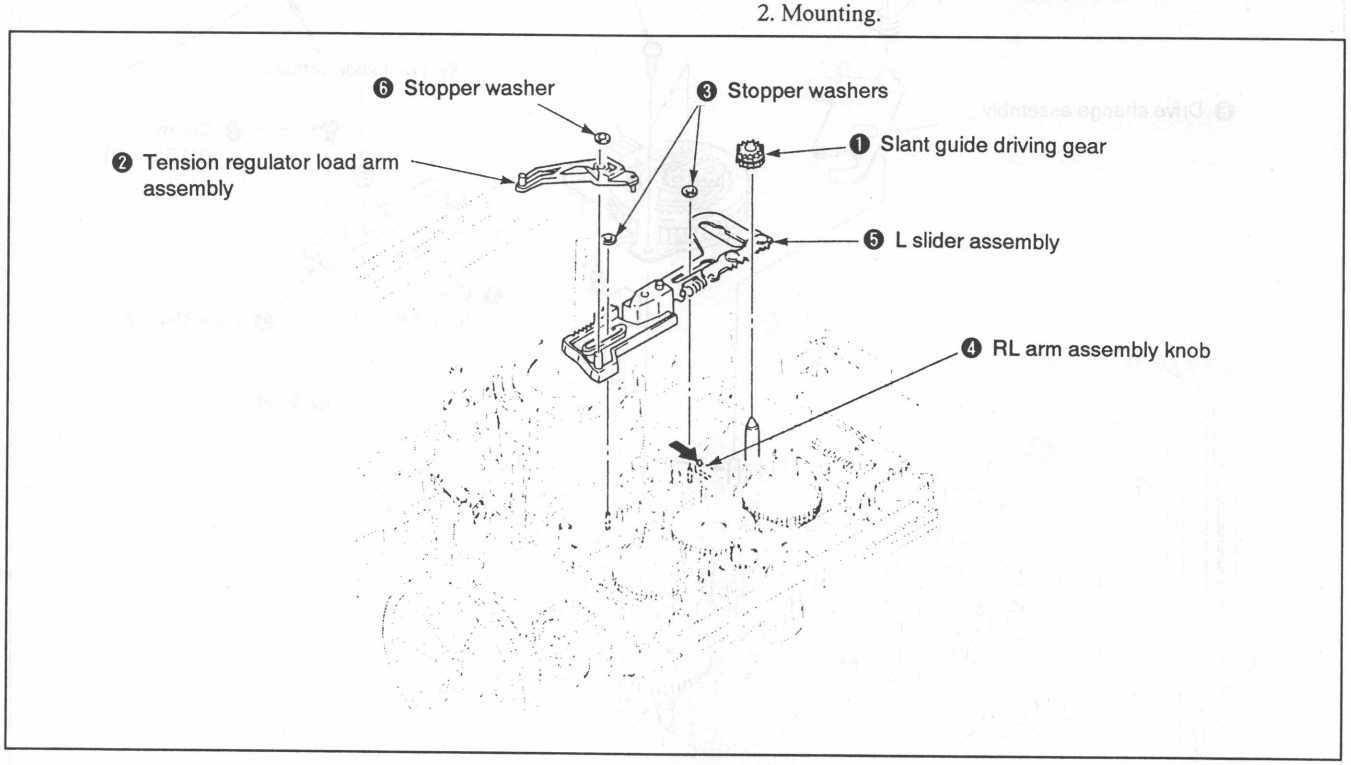
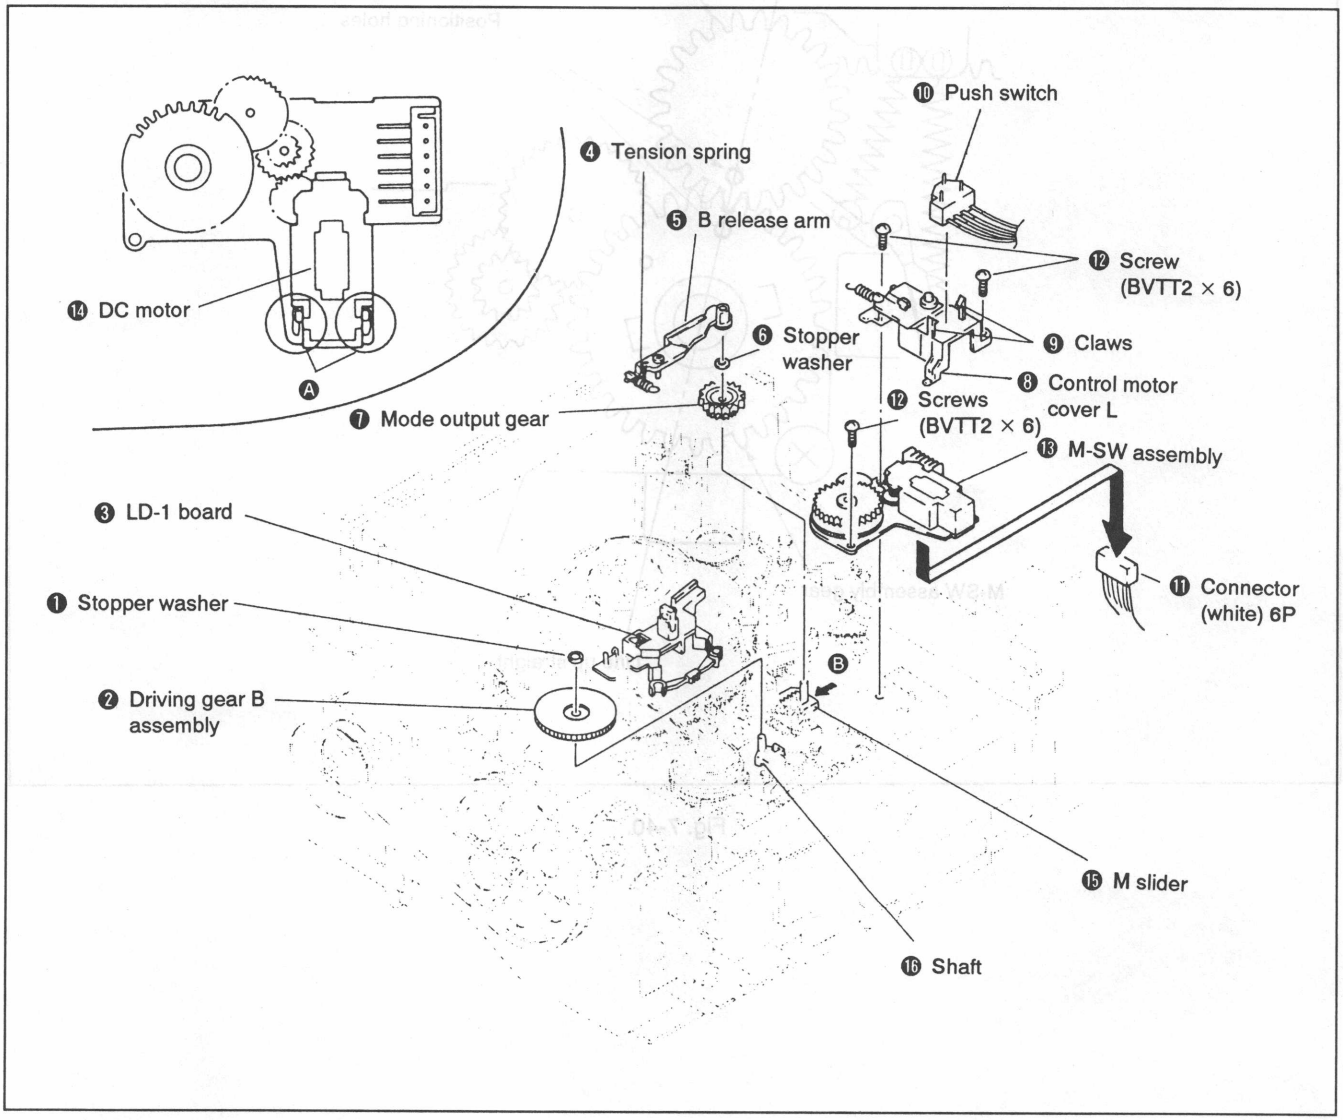

Fig. 7-31.
Fig. 7-39.
1. Removal (See Fig. 7-31.)
2. Mounting (See Figs. 7-31. through 7-33.)
2. Mounting (See Figs. 7-39. and 7-40.)
6) Remove the tension regulator load arm assembly according to 7-3-12. 1. Removal, 8). (See Fig. 7-31.)
7) Remove the tension spring ❶.
8) Remove the two stopper washers ❷ and remove the S main brake assembly ❸ and the T main brake assembly ❹.
10) Remove the two screws ❺ and the driving complete assembly ❻.
11) Perform 7-3-15. 1. Removal, 6). and 7). (See Fig. 7-39.)
12) Remove the two tension springs ❼.
13) Remove the REW brake assembly ❽.
14) Remove the stopper washer ❾ and remove the B release slider ❿.